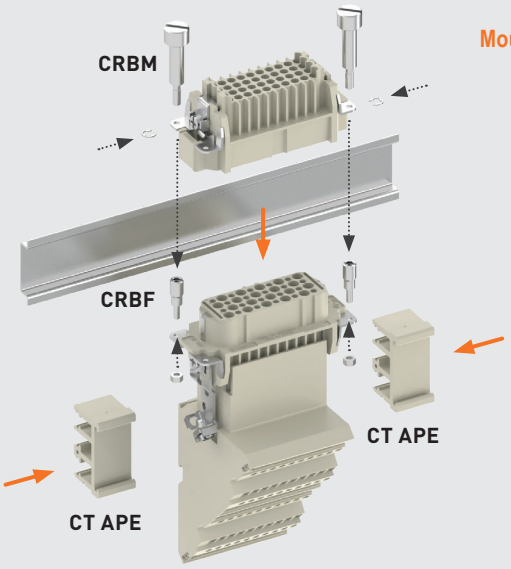

Figure 5
- As an alternative to the traditional terminal blocks, the inserts can be mounted inside the control panels on DIN EN 60715 rails (**Figure 5**) using suitable accessories providing the added advantage of easy sectioning.
- The installation of inserts on DIN rails (**Figure 5**) inside the control panels is usually made to ease the wiring in sectionable parts. In this case the degree of protection for coupled connectors is IP20 (in accordance with EN 60529).
- In addition, **CRBF** (female) and **CRBM** (male) coupling screws instead of normal screws are recommended for fixing the inserts to the enclosures (**Figure 5**) in order to guarantee a stable and safe coupling between the CT and CTS inserts installed on the DIN rails and corresponding mating CD inserts.